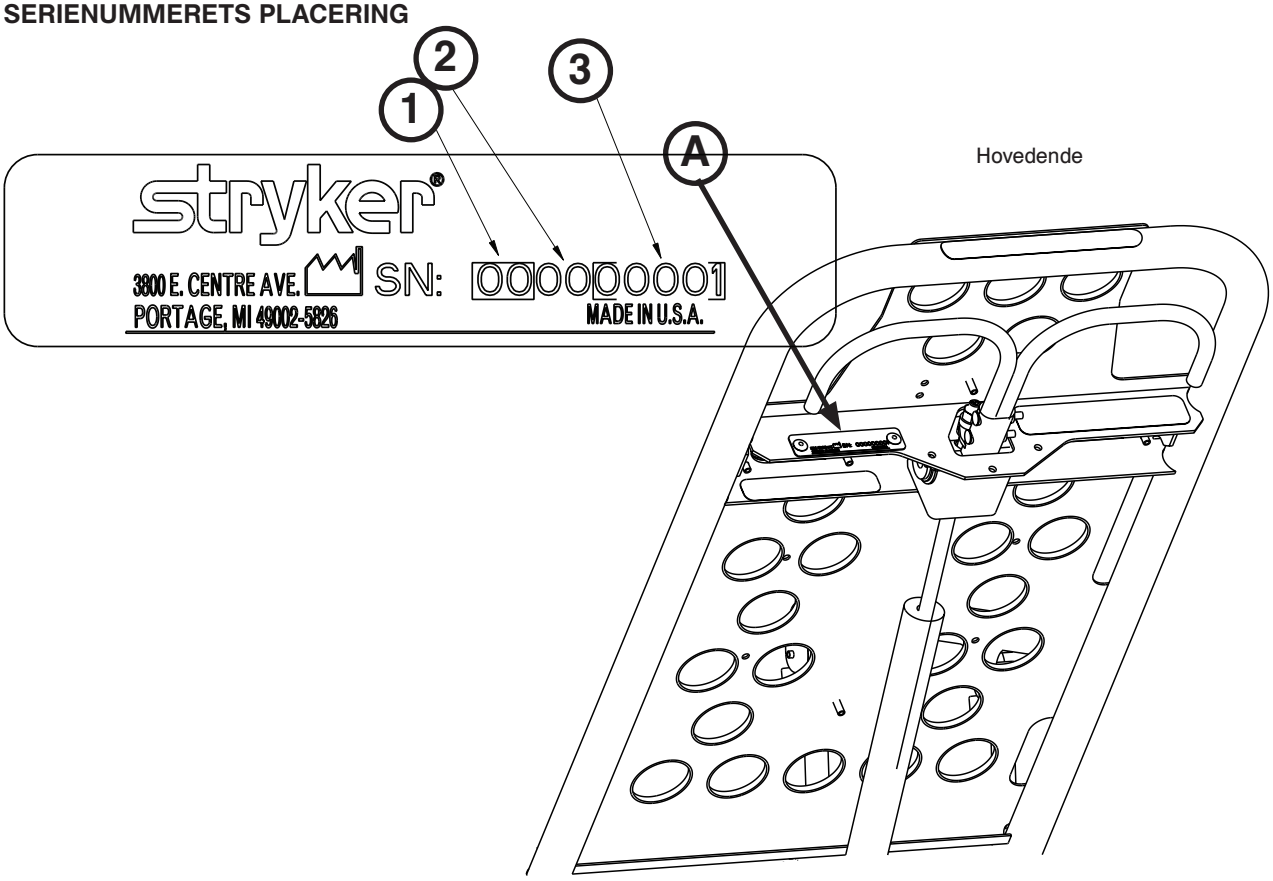

Figur 1
Hav Stryker-produktets serienummer (A) klar (som vist i Figur 1), når der ringes til Stryker kundeservice eller teknisk support. Inkluder serienummeret i al skriftlig kommunikation.
Se Figur 1 og nedenstående forklaring for at få yderligere oplysninger om serienummeret: